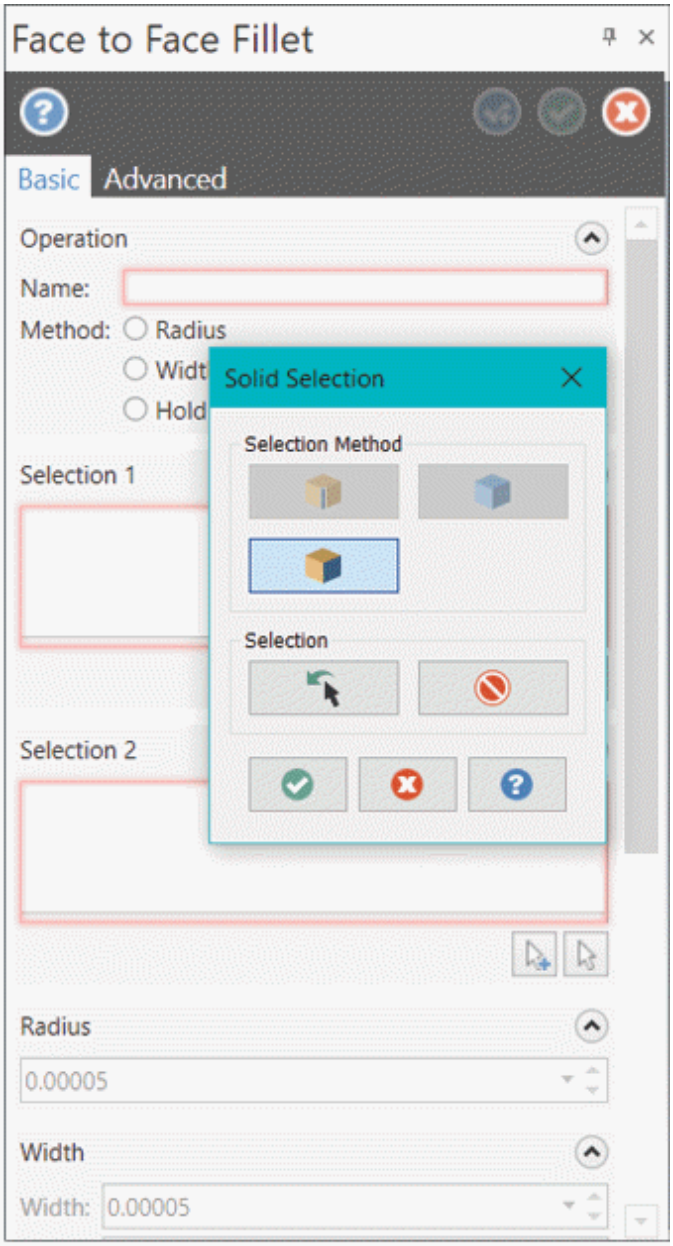

Figure-49. Face to Face Fillet Manager.
- Click on the **Face to Face Fillet** tool from the **Constant Fillet** drop-down in the **Modify** group of **Solids** tab in the **Ribbon**. The **Face to Face Fillet Manager** will be displayed with **Solid Selection** dialog box; refer to Figure-49 .